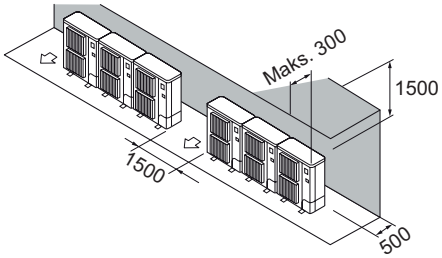

Rys. 2-9
② Przeszkody znajdują tylko z tyłu i powyżej urządzenia (Rys. 2-9)